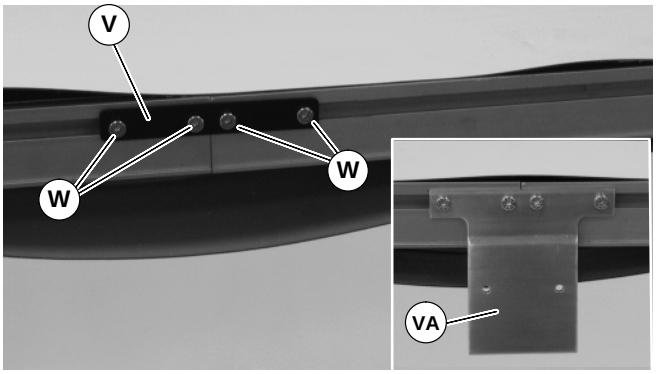

Abbildung 7
4. Die Förderbandsegmente zusammenfügen und die Verbindungsträger (V siehe Abbildung 7) oder die Verbindungs–/Installationsträger (VA) und Schrauben (W) zu beiden Seiten, wie angegeben, installieren. Die Schrauben mit 7 Nm festziehen.